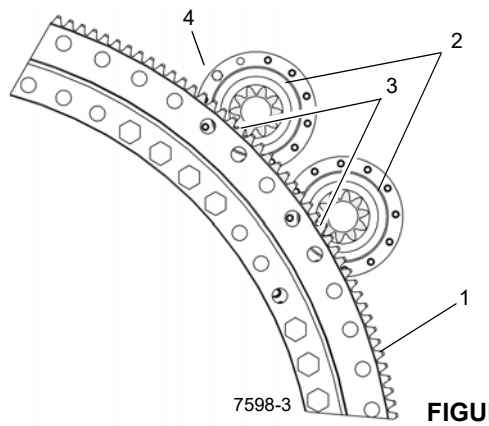

FIGURA 6-4
**5.** Oriente a engrenagem de coroa de forma que seu ponto de excentricidade máxima (“ponto superior”) esteja localizado entre os acionamentos do giro. Posicione os acionamentos do giro de forma que o pinhão fique centralizado no recorte na placa da base e as entradas do motor fiquem voltadas para o lado externo (Figura 6-4).
**NOTA:** Ajuste o engate do dente (3) (Figura 6-4) para uma folga de 0.25 pol. (6,4 mm). Gire o mancal (1) em uma revolução enquanto verifica a folga em incrementos de 90°.